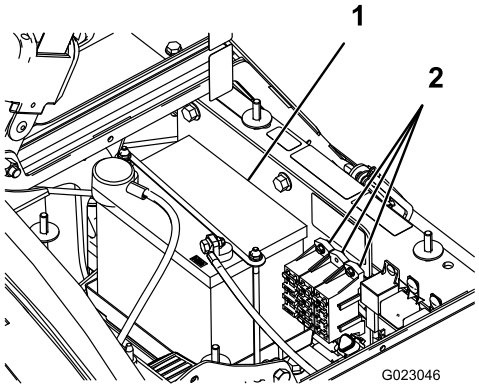

Figur 32
Det finnes to sikringsblokker og én tom slisse i det elektriske systemet. De finnes under setet (Figur 32).
2. Batteriet finnes på høyre side av maskinen, bak pumpen (Figur 32).
5. Fjern batteriholderen og festene (Figur 32).
2. Installer clutchdekselet og fest det med de tre skruene som du fjernet tidligere (Figur 32).
4. Installer batteridekselet og fest det med de to knottene (Figur 32).
1. Løsne knottene på sidene av batteriboksen og fjern batteridekselet (Figur 32).